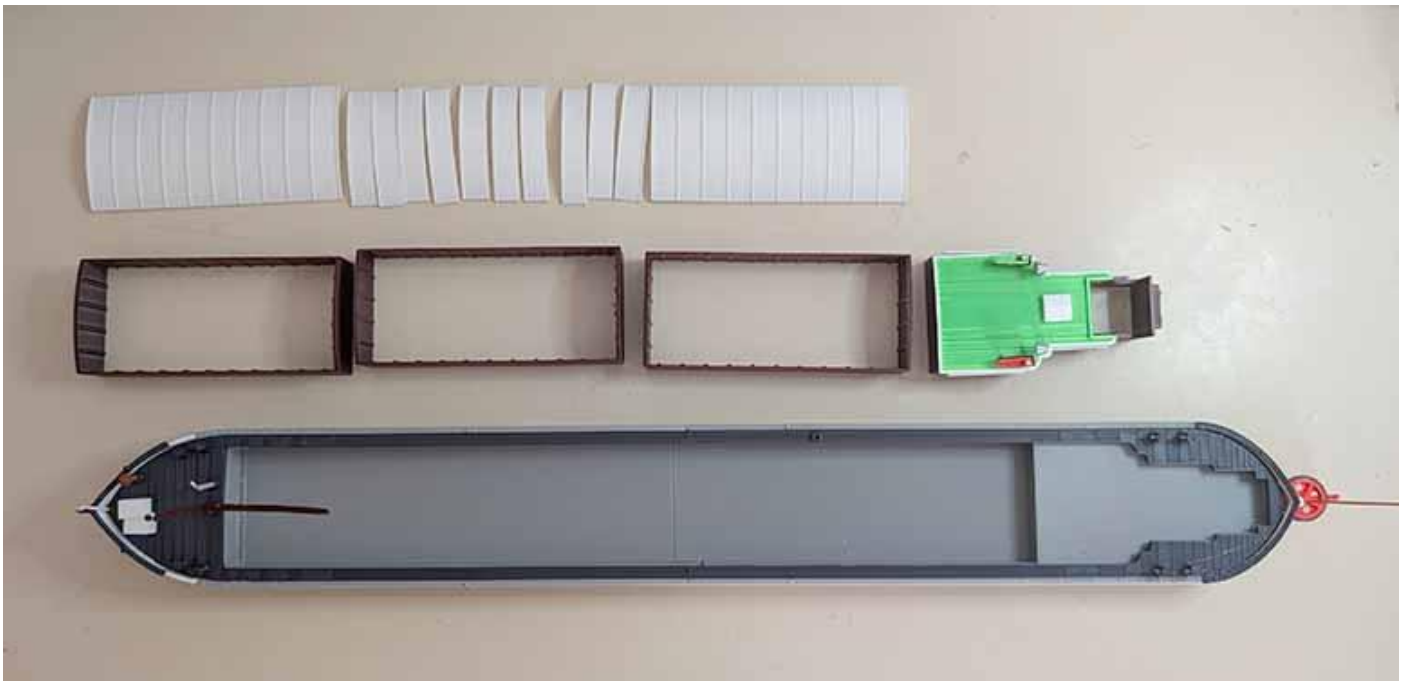

*Figure 14 Cargo holds and cabin ready for installation into the hull*
2. Glue the deck parts onto the hull. Again, make sure they fit tightly. You can check the fit by loosely installing the cargo holds and the cabin, see Figure 14 below.
Position the cargo holds and cabin ready for installation as shown in Figure 14.